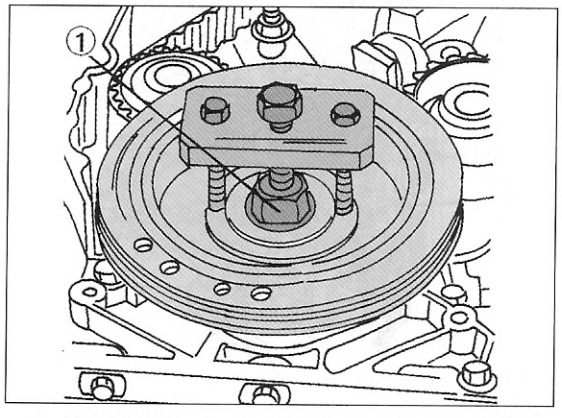

Bild 121
- Die Schraube der Kurbelwellenriemenscheibe lösen und die Riemenscheibe abziehen. Dazu entweder zwei Reifenhebel ansetzen oder einen Abzieher benutzen, wie man ihn in Bild 121 sehen kann.